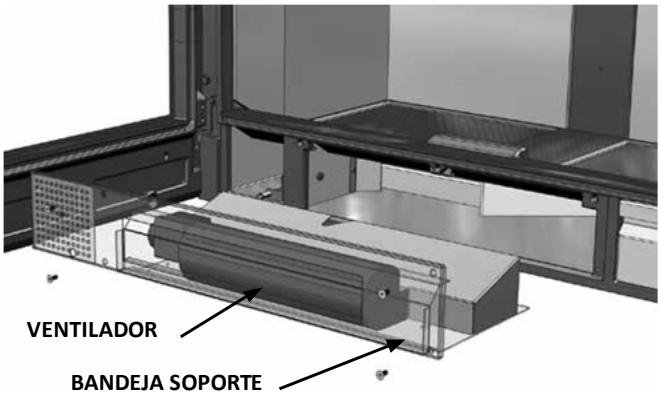

FIG. 2 - Nature 100
2. Una vez sueltos los 4 tornillos **(dos para las versiones Nature 70 / 80)** extraer la bandeja que soporta el ventilador (Fig.2). Debe tener especial cuidado a la hora de sacar la bandeja de no cortar o deteriorar el cableado.